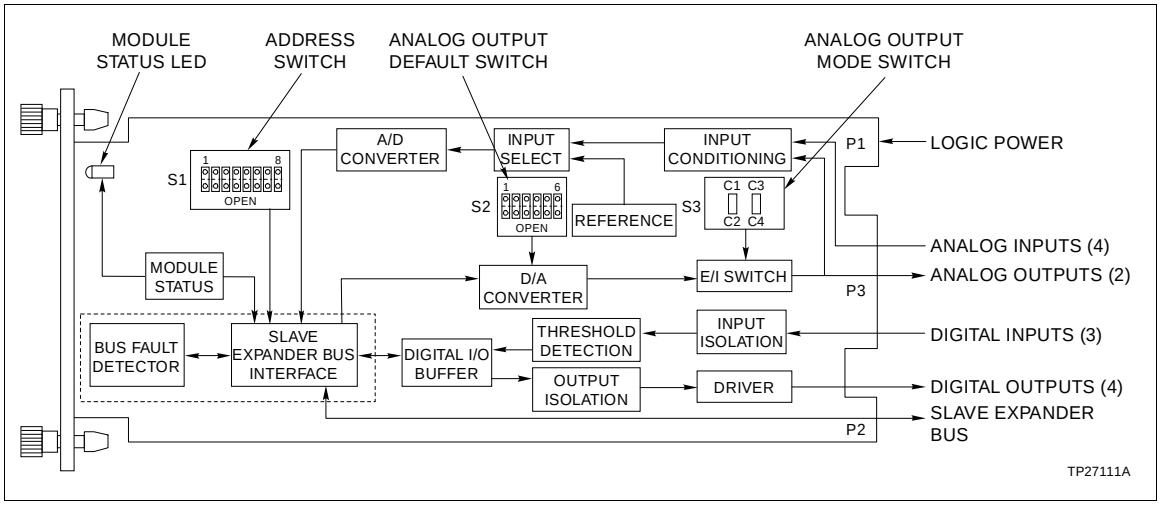

Figure 2-1. Control I/O Slave Module Block Diagram
The MFP communicates with its slave modules on a 12-line slave expander bus as shown in Figure 1-1. It references the address set by the slave address dipswitch (S1). Figure 2-1 is a block diagram of the CIS.
Function Code (FC) 79 in the MFP configuration accesses the CIS on the slave expander bus. It also allows the MFP to automatically read input data or status data from the slave module, and write output data to it. This data is output by buffer circuits to the slave expander bus interface (see Figure 2-1). The slave address in FC 79 must be the same as the address set on the slave address dipswitch (S1).
Logic power (+5 VDC and ±15 VDC) drives the CIS circuits. It connects through the top 12-pin card edge connector (P1) shown in Figure 2-1. P3 supplies +24 VDC to operate the analog output circuits.